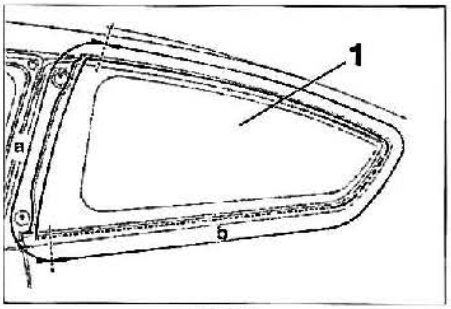

FIG. 55
• En el interior del vehículo, cortar el cordón de cola en (b) **(fig. 55).**